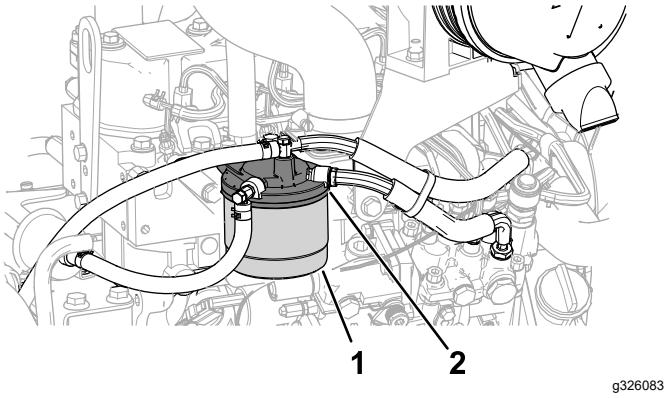

Figura 60
1. Pulite le superfici circostanti la testa del filtro del carburante (Figura 60).
2. Togliete il filtro e pulite la superficie di montaggio della testa del filtro (Figura 60).